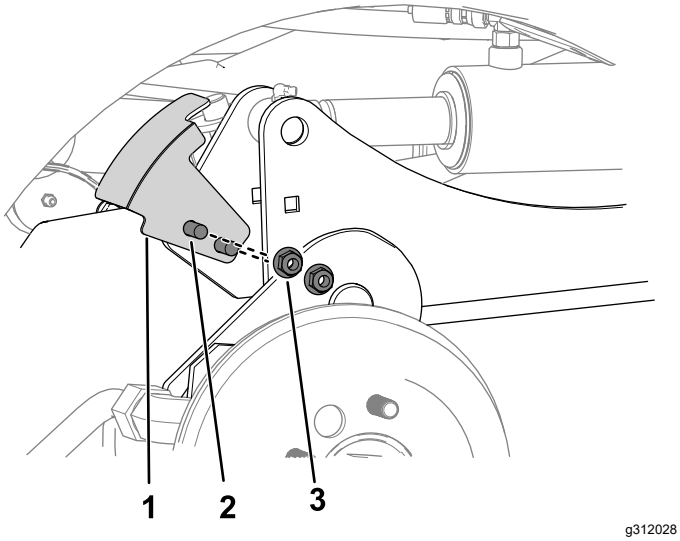

**Bild 7**
5. Befestigen Sie die Sensorhalterung mit zwei Schlossschrauben und zwei Muttern (¾") am rechten Hubarm (Bild 7).